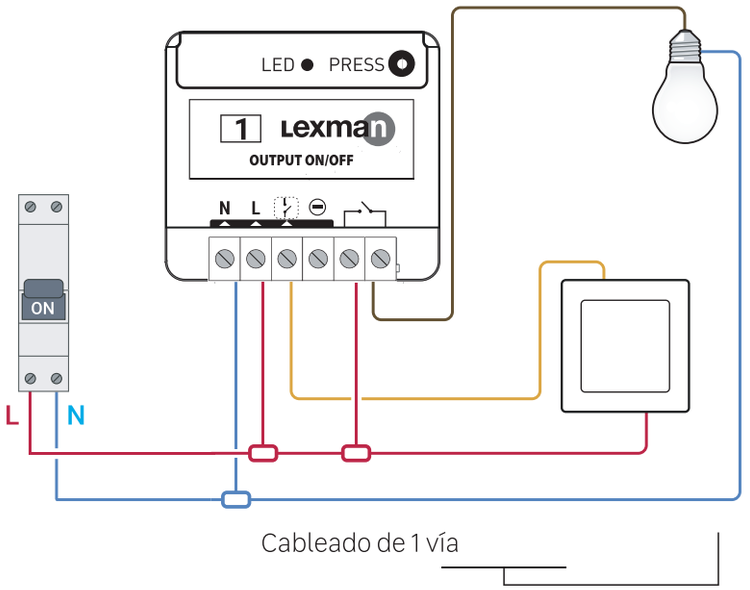

Figura 1
3. **Realice el cableado del receptor ON/OFF según el esquema (figura 1).**